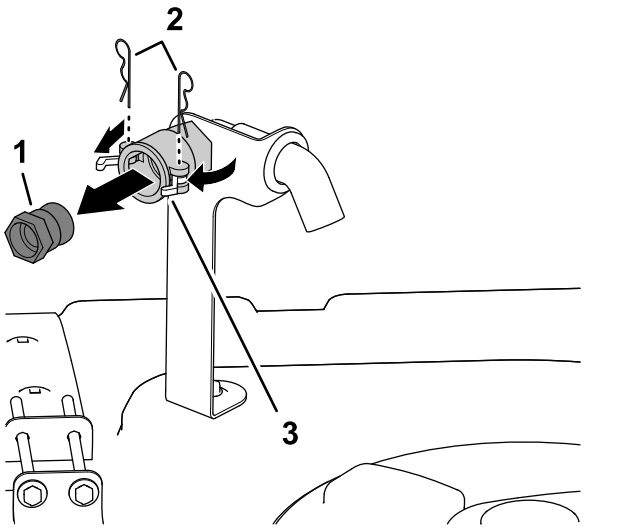

**Bild 3**
1. Entfernen Sie vorne an der rechten Seite der Behälterabdeckung die zwei Splinte, mit denen die Riegel für die Schnelltrennkupplung für den Rücklauffüllanschluss befestigt sind (Bild 3).
2. Drehen Sie die Riegel in die geöffnete Stellung, um das Schnelltrennanschlussstück von der Schnelltrennkupplung zu entsperren (Bild 3).
3. Nehmen Sie das Schnelltrennanschlussstück von der Schnelltrennkupplung ab (Bild 3).
4. Schließen Sie die Riegel und setzen Sie die Splinte in die Flansche der Schnelltrennkupplung ein (Bild 3).